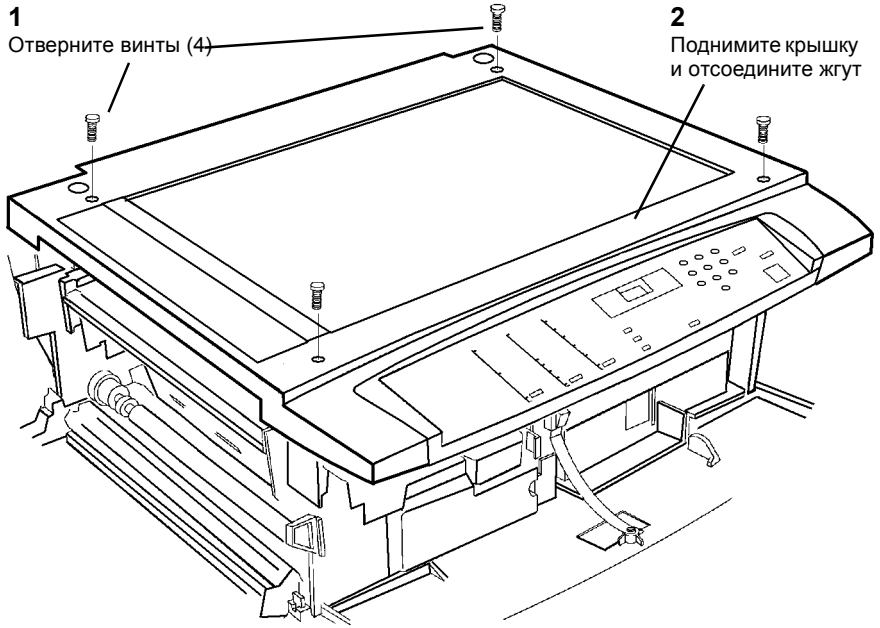

Рисунок 1 Снятие верхней крышки
4. Снимите верхнюю крышку (Рисунок 1).